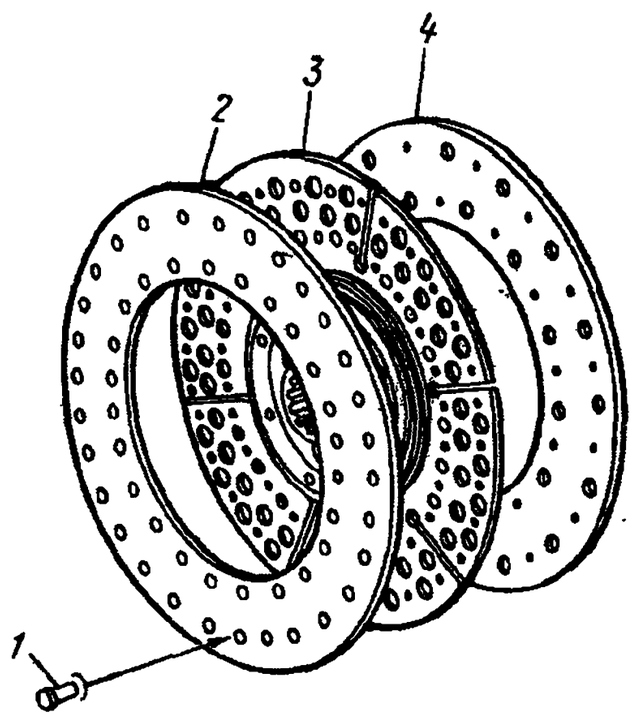

Рис. 124. Диск ведомый сцепления:
14. Установите ведомый диск в сборе на пресс, выпрессуйте заклепки *1* (рис. 124) крепления фрикционных накладок к диску сцепления и снимите фрикционные накладки *2* и *4* с ведомого диска	Пресс для клепки фрикционных накладок дисков, специальный пуансон, отвертка, слесарный верстак
31. Совместите отверстия фрикционных накладок *2* и *4* (см. рис. 124) с отверстиями ведомого диска *3* сцепления и прижмите накладки к диску струбциной	Струбцина, бородок